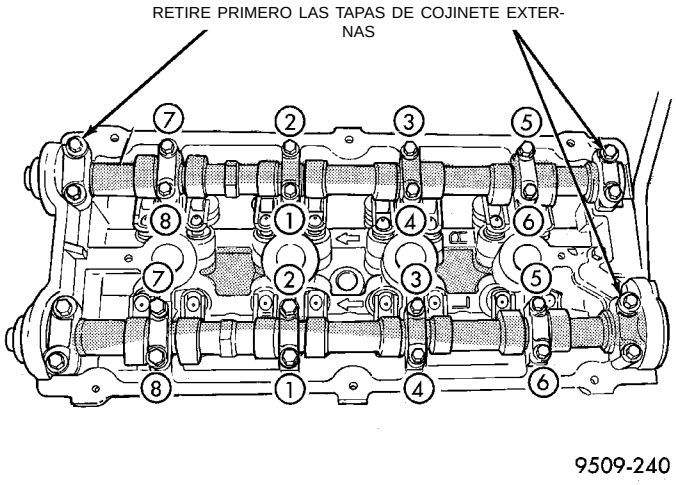

Fig. 23 Tapa de cojinete del árbol de levas—Desmontaje
(4) Afloje los dispositivos de fijación de las tapas de cojinete del árbol de levas en la secuencia que se muestra en la (Fig. 23), de a un árbol de levas por vez.